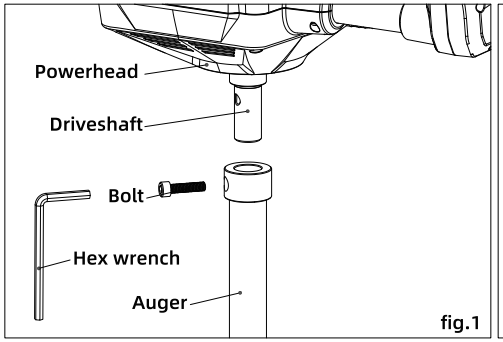

fig.1
3. Insert the driveshaft of the powerhead into the collar of the auger assembly. (Fig.1)